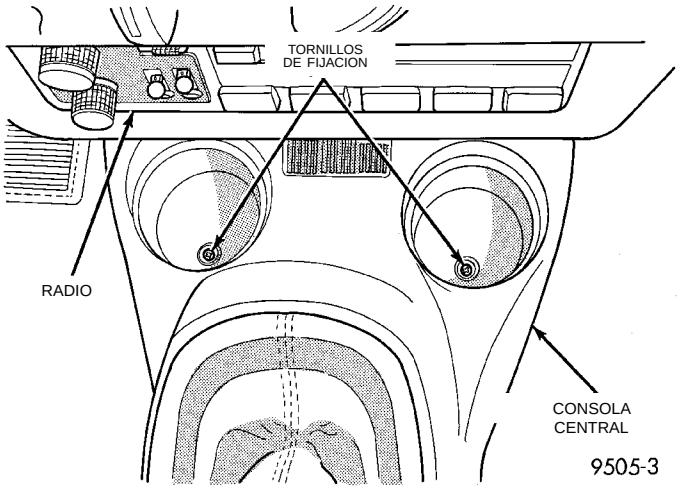

Fig. 7 Tornillos de fijación en la parte delantera de la consola central
(4) Retire los dos tornillos situados en los portavasos (Fig. 7), que fijan la parte delantera del conjunto de la consola central al soporte de la consola.